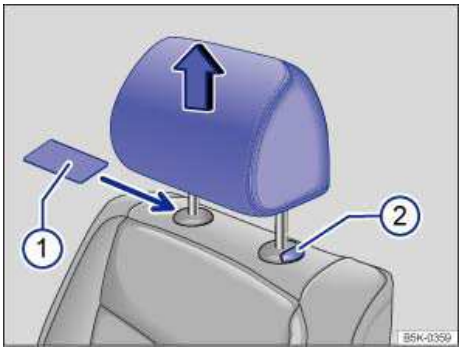

Fig. 46 Removing the front head restraints.
- Slide a flat object, such as a plastic credit card, underneath the right side of the cap on the right-hand seat guide rod ⇒ fig. 46 (1) to unlock the head restraint.
- To release the left-hand guide rod, press button (2) in (towards guide rod) and hold.
- Pull the head restraint out completely while holding button (2).